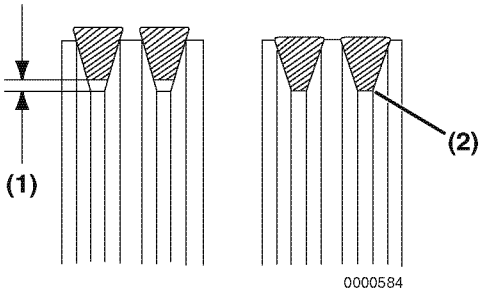

Figure 5-6
3. Tighten the V-belt to the proper tension. There must be clearance **(Figure 5-6, (1))** between the V-belt and the bottom of the pulley groove. If there is no clearance **(Figure 5-6, (2))** between the V-belt and the bottom of the pulley groove, replace the V-belt.